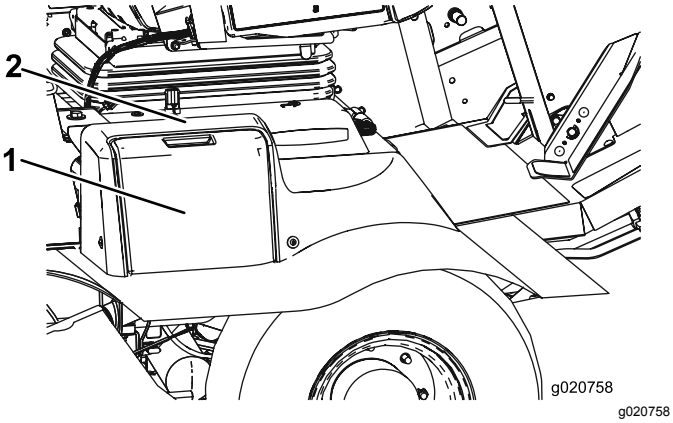

Figur 81
1. Öppna batterikåpan (Figur 81) på sidan av höljet.
Obs: Tryck ned den plana ytan ovanför batterikåpan för att göra det enklare att ta bort kåpan (Figur 81).